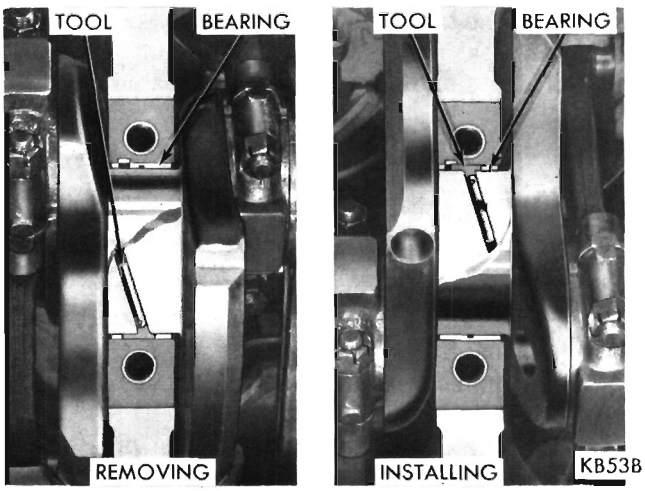

Fig. 34—Removing or Installing Upper Main Bearing
(1) Remove oil pan and identify bearing caps before removal.
(2) Remove bearing caps one at a time. Remove upper half of bearing by inserting Tool C-3059 (Fig. 34) into oil hole of crankshaft.
(3) Slowly rotate crankshaft clockwise, forcing out upper half of bearing.
(1) Start bearing in place, and insert Tool C-3059 into oil hole of crankshaft (Fig. 34).
(2) Slowly rotate crankshaft counter-clockwise sliding the bearing into position. Remove Tool C-3059.